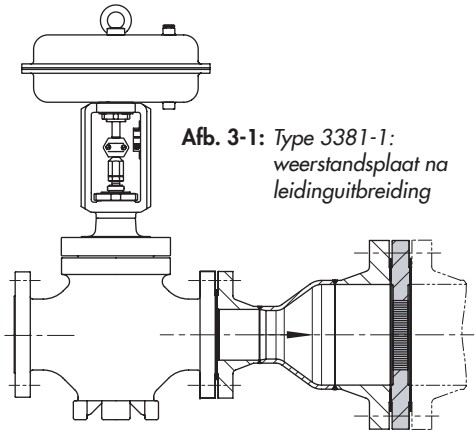

Afb. 3-1: *Type 3381-1: weerstandsplaat na leidinguitbreiding*
– Enkele weerstandsplaat die tussen het ventiel of eventuele leidinguitbreiding en de leidingflens is ingebouwd, zie Afb. 3-1.